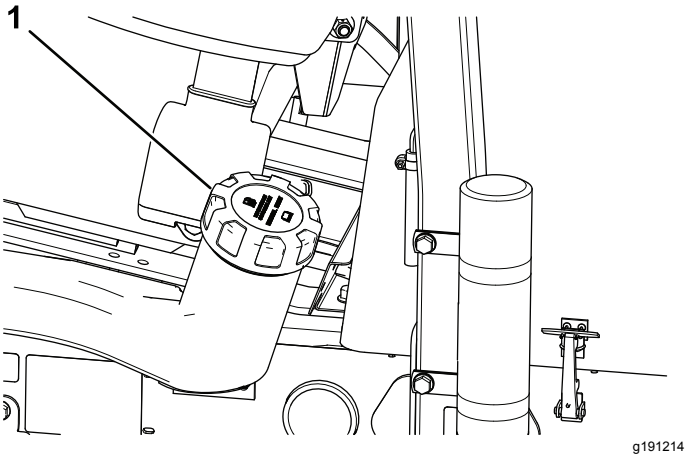

Figur 38
1. Rengør området omkring brændstoftankens dæksel (Figur 38).